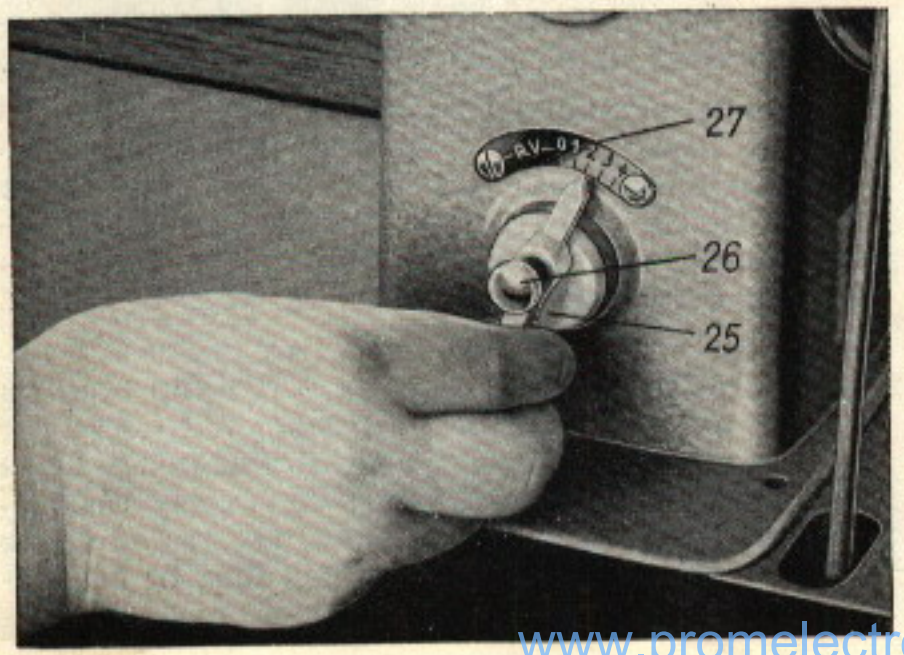

Рис. 20
13. Регулировка размера стежка (рис. 20)